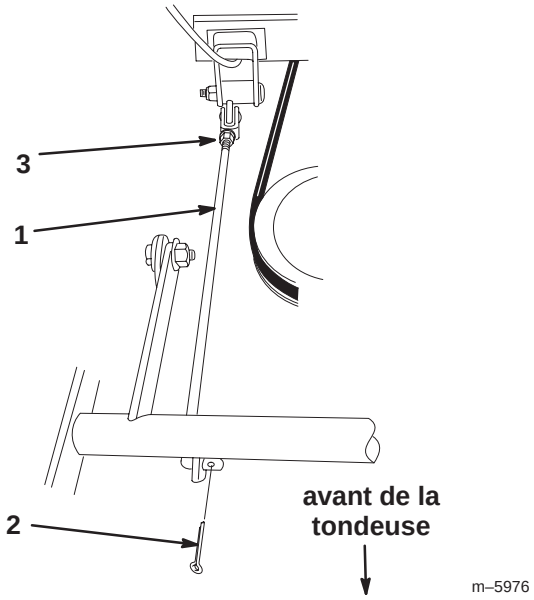

Figure 31
4. Retirez la goupille fendue à l'avant de la tige de réglage (Fig. 31).
5. Desserrez l'écrou à l'arrière de la tige de réglage (Fig. 31).